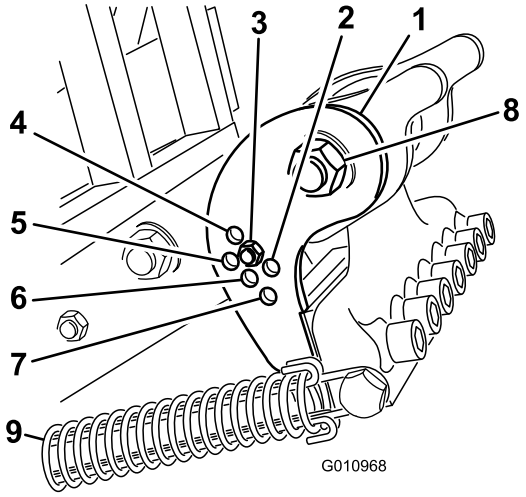

Figuur 27
Stel de gewelfde beugel (Figuur 27) in op de juiste stand op basis van de lengte van de gebruikte tanden. De aanslag van de kop kan in een van de vijf voorbepaalde standen worden gezet door het kiezen van de opening waardoor de stang wordt bevestigd met een bout. Deze openingen zijn slechts vooraf ingesteld, u kunt bijvoorbeeld een tand van 24,4 cm gebruiken in de stand voor 30,5 cm om een gladdere afwerking te krijgen. dit is afhankelijk van de toepassing.
3. Maak de veerspanning naar de tandenkop los (Figuur 27).
4. Verwijder de moer en bout uit de instelopeningen in de gewelfde beugel (Figuur 27).
5. Draai de scharnierbout van de tandenkop los (Figuur 27).